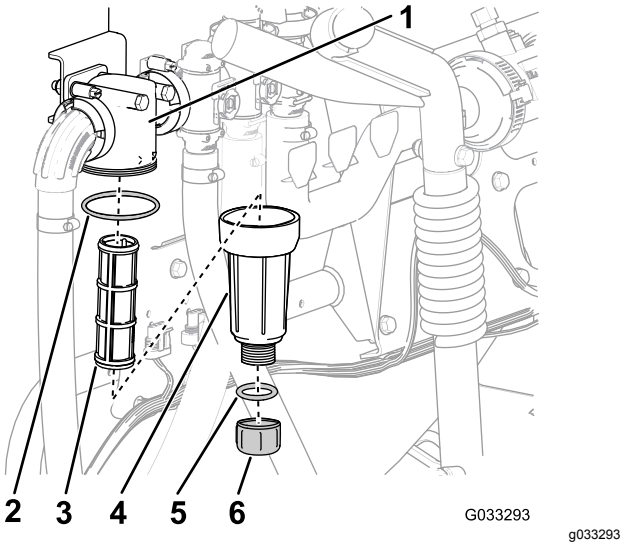

Figur 60
2. Anbring en dræningsbakke under trykfilteret (Figur 60).
3. Drej aftapningsproppen mod uret, og tag den ud af trykfilterets skål (Figur 60).
4. Drej skålen mod uret, og fjern fra filterhovedet (Figur 60).
5. Fjern det gamle trykfilterelement (Figur 60).
6. Kontroller O-ringen til aftapningsproppen (inden i skålen) og O-ringen til skålen (inden i filterhovedet) for skader og slid (Figur 60).
7. Monter det nye trykfilterelement i filterhovedet (Figur 60).
8. Monter skålen på filterhovedet, og stram med hånden (Figur 60).
9. Monter proppen i skålen, og tilspænd den med hånden (Figur 60).